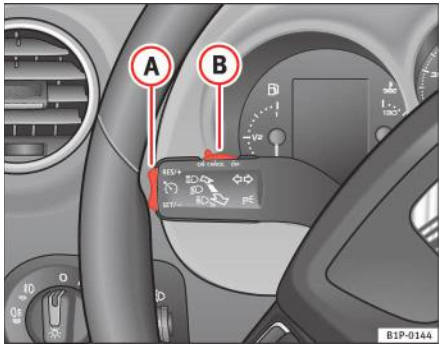

Fig. 130 Maneta pentru semnalizarea direcţiei şi faza lungă: comutatorul şi comutatorul basculant pentru tempomat
– Împingeţi comutatorul ⇒ fig. 130 (B) spre stânga în poziţia **ON** (activat).